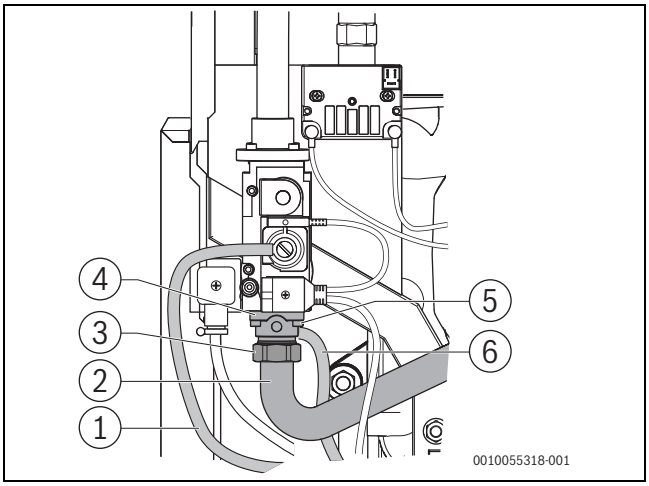

Bild 25 Gasblende ausbauen (Kesselgröße 75; 100 kW)
- ▶ Überwurfmutter am Gasrohr lösen (→Bild 25 und 26, [3]).
- ▶ Vier Innensechskantschrauben (→Bild 25 und 26, [5]) am Anschlussflansch [4] entfernen und Flansch von der Armatur abnehmen. Dabei darauf achten, dass das Gasrohr [2] nicht beschädigt und/oder abgeknickt wird.
Legende zu Bild 25 und 26:
- Messleitungen für Kompensation [1] und Gas-Ausgangsdruck [5] auf korrekten Sitz prüfen (→Bild 25 und 26 sowie Bild 78, Seite 67).